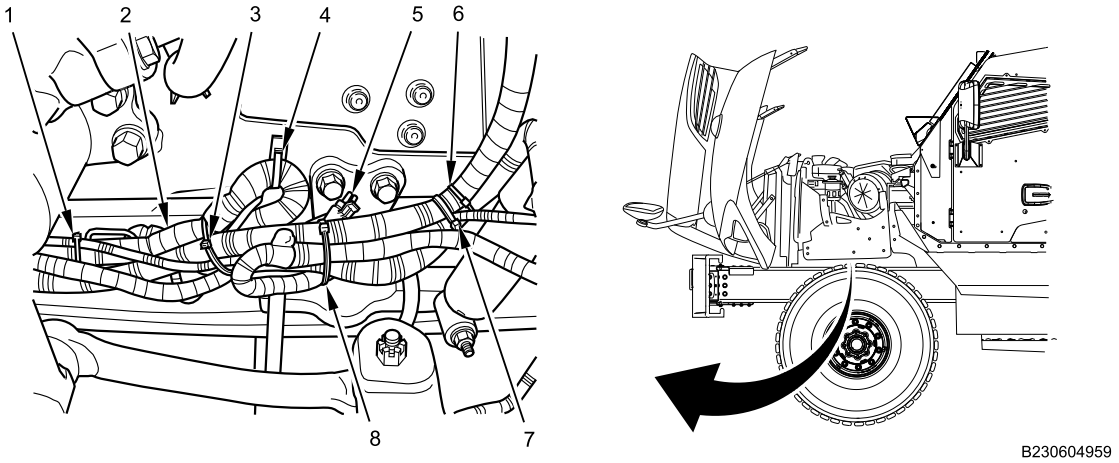

Figure 4. Behind Steering Gear.
6. Remove and discard six cable lock straps (Figure 4, Item 1, 3, 4, 6, 7 and 8) from forward chassis harness (Figure 4, Item 2).
7. Separate ether start two-pin connector (Figure 4, Item 5) from surrounding harnesses.